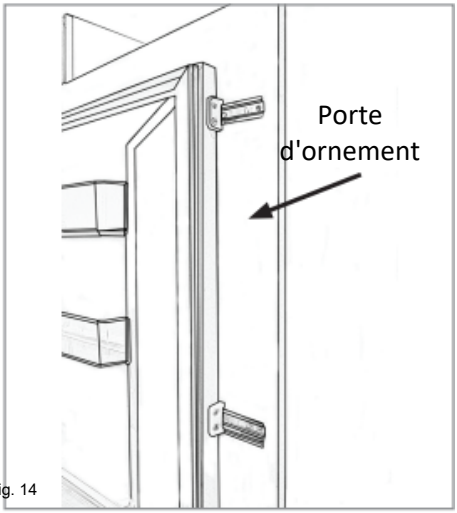

Fig. 14
- L'aspect final des glissières de porte devrait être similaire à celui de la figure 14, qui montre deux glissières en place.